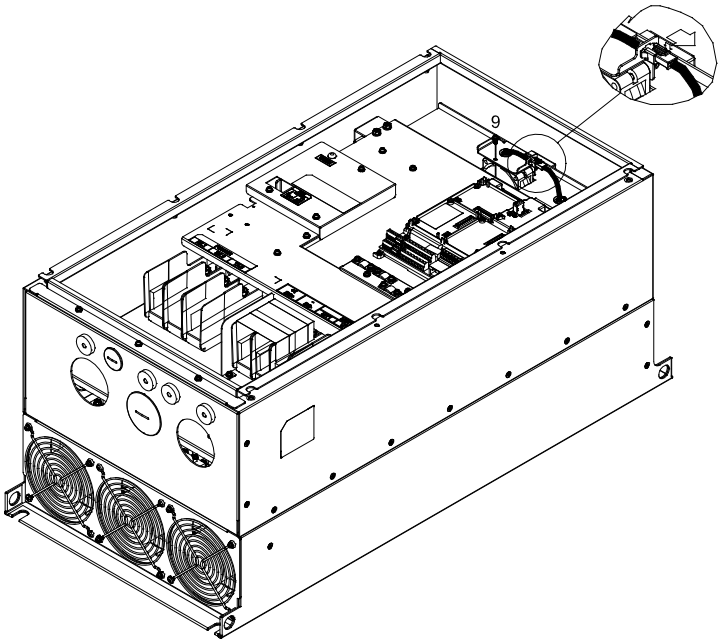

Рис. 3
3. Открутите винт 9 и снимите вентилятор (см. рис. 3)